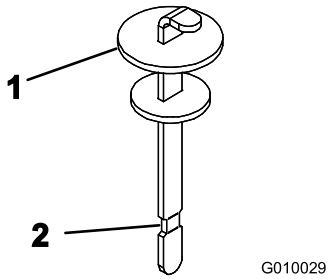

Rysunek 19
4. Wyjmij wskaźnik poziomu z szyjki wlewu i przetrzyj go czystą szmatką. Wsuń wskaźnik poziomu do szyjki wlewu, a następnie wyjmij go i sprawdź poziom oleju. Poziom oleju powinien sięgać oznaczenia na wskaźniku (Rysunek 19).